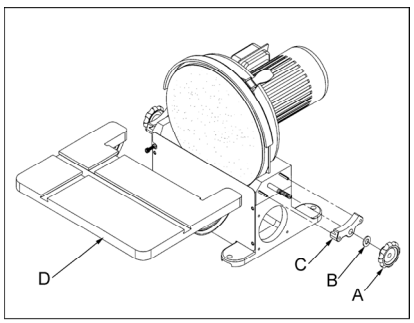

Fig 2
Retirer les griffes de serrage (A, Fig 2), les rondelles (B) et les segments pivotants (C) sur les 2 côtés.